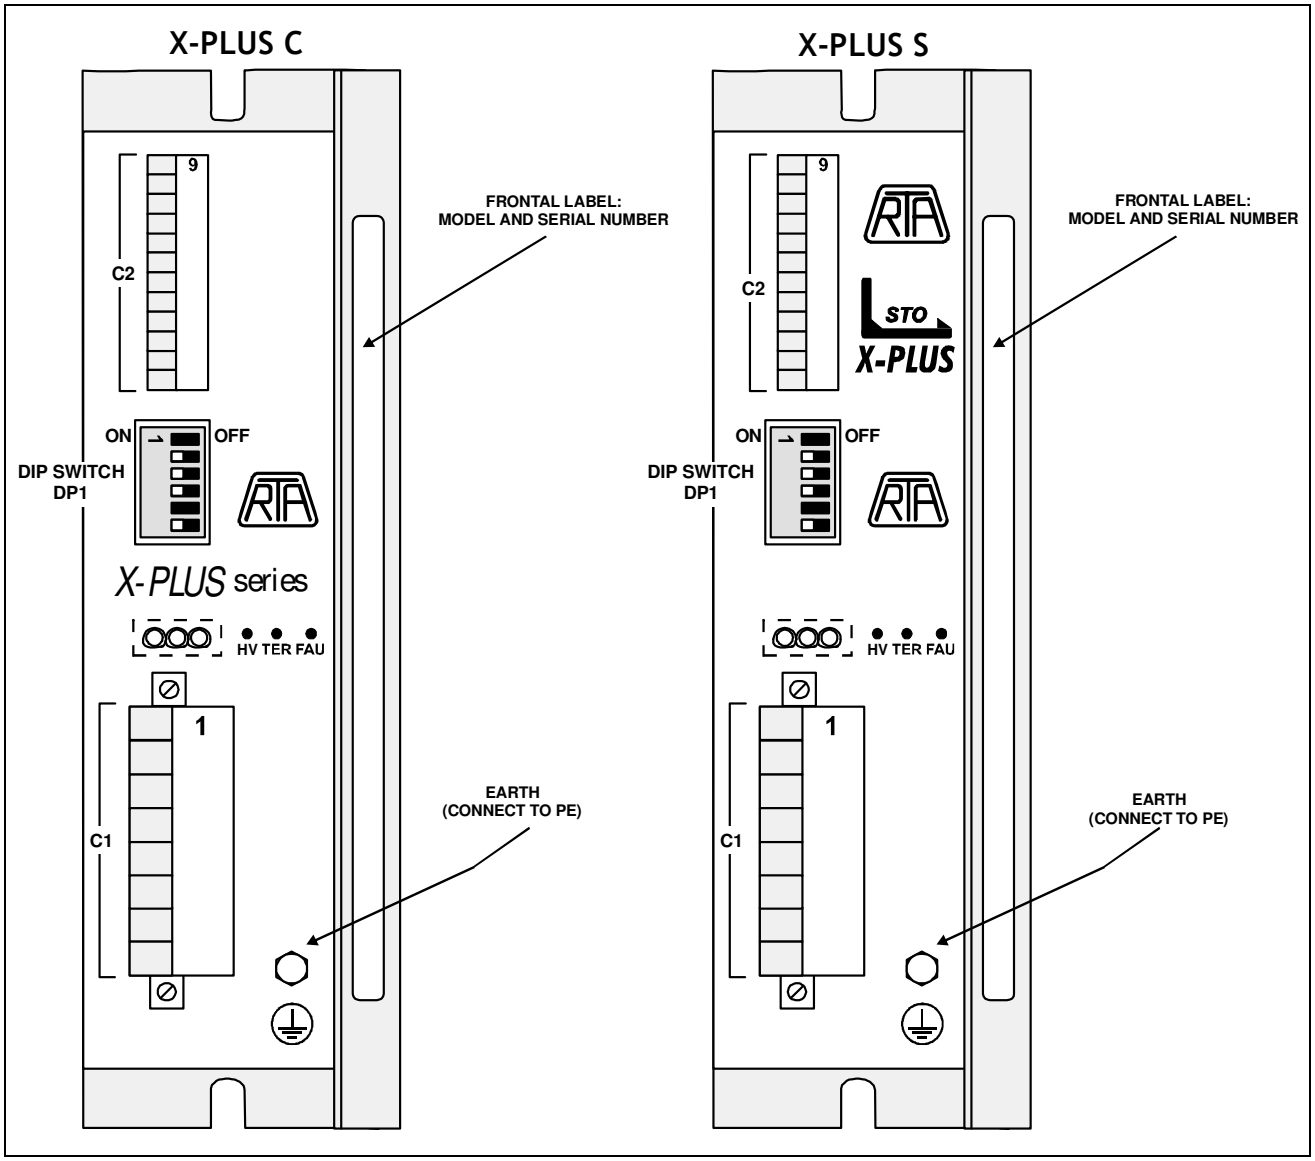

Fig. 4 – Dip-switch DP1, signalling leds and connectors.
6.2- Fig. 4 shows the position of DIP-SWITCH DP1, signalling LEDs, connectors and labels in X-PLUS C and X-PLUS S series drives.